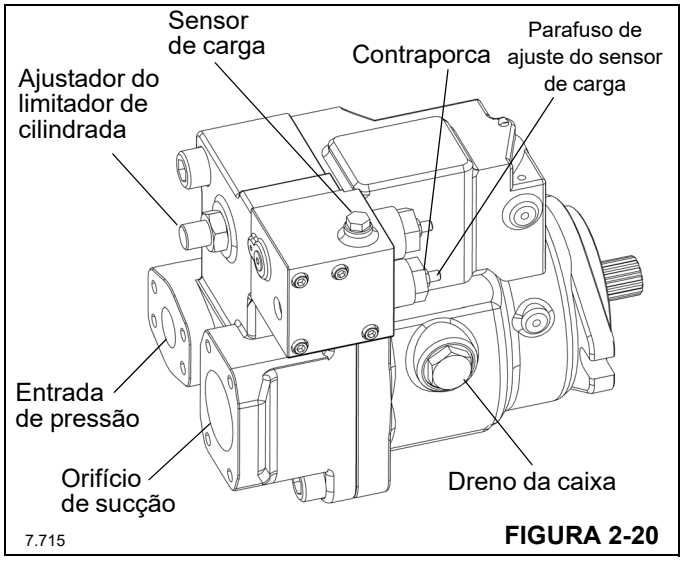

FIGURA 2-20
4. Encha a carcaça da bomba com fluido hidráulico. Derrame o óleo diretamente no orifício de drenagem superior da caixa, Figura 2-20.
4. Se a pressão de giro não estiver correta, ajuste o alívio principal (Figura 2-20) como a seguir: Solte a contraporca de 1/2 pol. e use uma chave Allen de 4 mm para o ajuste. Girar no sentido horário aumenta o ajuste. Cada giro ganha 11 bar (153 psi). Aperte a porca a 5,4 Nm (4 lb-pés) para fixar o ajuste.
3. Ajuste o parafuso de ajuste do LS (Figura 2-20) na bomba até que o ajuste da pressão marginal da bomba esteja correto. O giro no sentido horário aumenta o ajuste e cada volta gera um ganho de 19 bar (275 psi). Quando o ajuste estiver correto, aperte a contraporca M8 com 16,3 Nm (12 lb-pés).